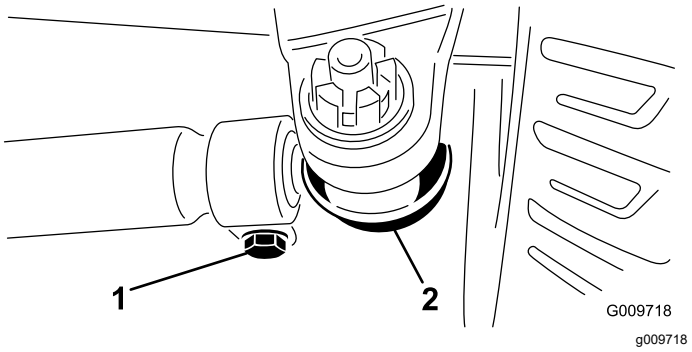

**Figuur 115**
3. Om het toespoor af te stellen, moet u de pen en moer van één van de kogelverbindingen van de trekstang verwijderen (Figuur 115). Verwijder de kogelverbinding van de trekstang uit de steun van de differentieelbehuizing.
4. Draai de klemmen aan beide uiteinden van de trekstangen los (Figuur 115).